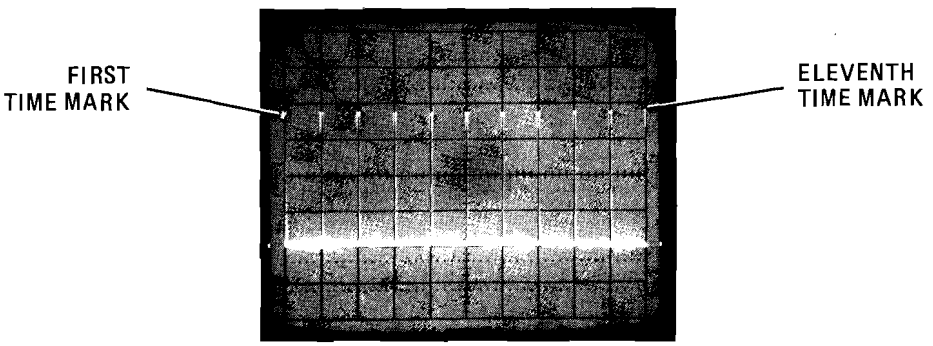

Figure 5-27. Time Mark Oscilloscope Display
j. Adjust spectrum analyzer TRIGGER LEVEL to set first peak on left edge of oscilloscope graticule display (Figure 5-27). Adjust A16R15 1 MS to set sixth peak on center graticule line.